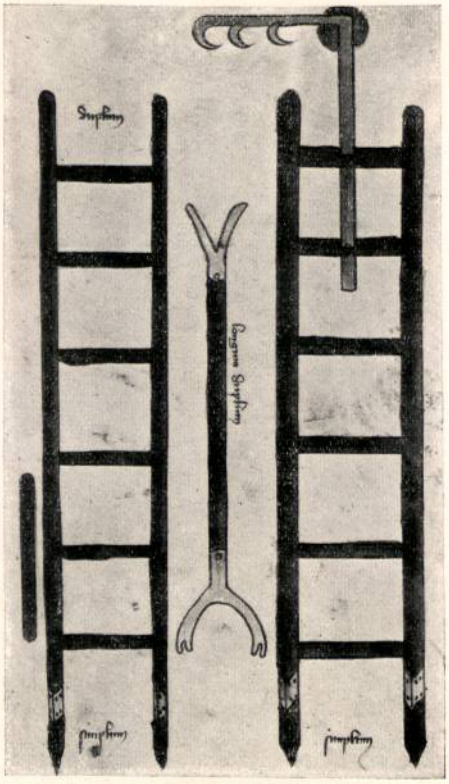

Abb. 425. Steckleiter nach Kyeser, 1405.
4. Steckleiter, neuerdings auch italienische Leiter, heißt diejenige Art, die sich aus kleinen Leitern zusammensetzt, indem man je 2 Leitern durch durchgesteckte Sprossen miteinander verbindet. Kyeser beschreibt diese Art 1405 (Bl. 69), ohne sie besonders zu bemessen (Abb. 425). Wir sehen (von links nach rechts): 1 Sprosse, 1 Leiterteil, 1 Stütze für die aufgerichtete Leiter, der oberste Leiterteil mit dem Mauerhaken. Seitdem ist sie allgemein bekannt.